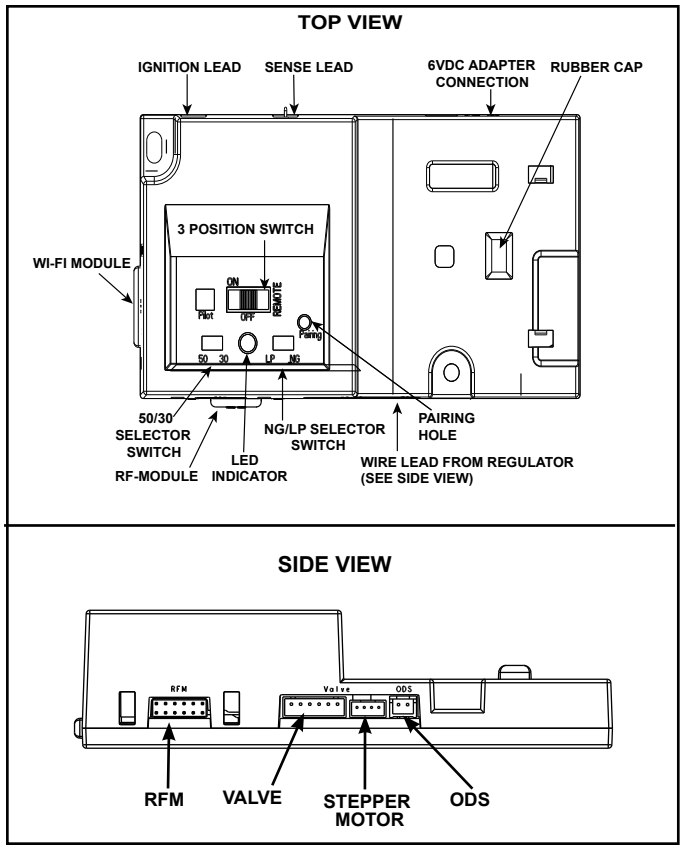

Figure 3.3 IFT-ECM 2.0
1. The Electronic Control Module (IFT2-ECM) has a three-position ON/OFF/REMOTE selector switch that must be set for proper operation. See Figure 3.3. When changing switch positions,it is important to pause in each position for 1-2 seconds.